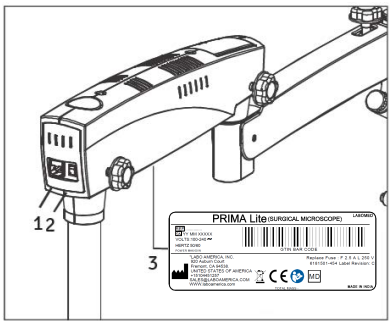

Fig. 42
1. **Connect the power cable to the AC inlet socket (1) provided on the back of the swivel arm as shown in the fig.42. Switch on the power from on/off switch (2).**
⚠ **CAUTION: Power supply is designed with universal input 100V - 240V AC, 50/60HZ. To plug in follow instruction on electrical label provided at bottom of the arm as shown (3) here in Fig.42.**
It is located on the back of the swivel arm Refer fig 42. At 'I' position, microscope is on and cooling fan starts running.